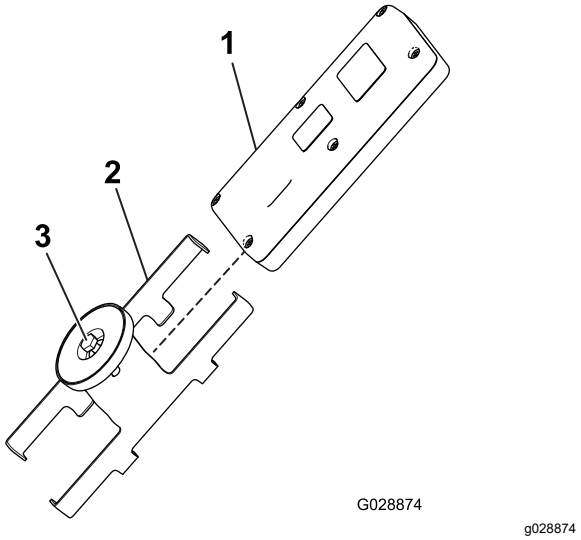

Figuur 14
5. Monteer de afstandsbediening in de magnetische beugel van de afstandsbediening, schuif de helften samen om de afstandsbediening te bevestigen en draai de bout in de magneet vast (Figuur 14).